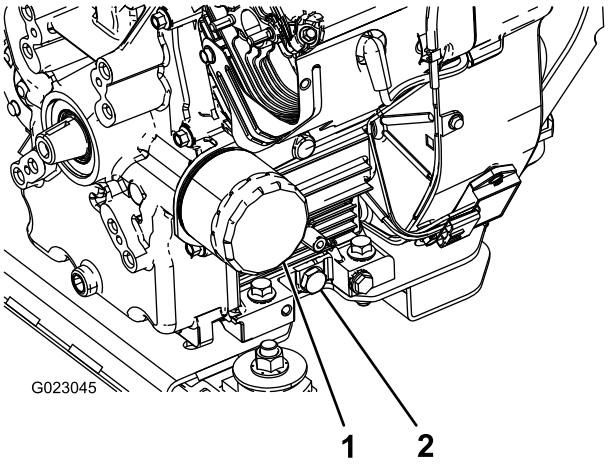

**Figura 44**
5. Retire o bujão de drenagem (Figura 44).
2. Remova o filtro de óleo (Figura 44).
5. Instale o filtro de óleo de reposição no adaptador do filtro. Gire o filtro de óleo no sentido horário até que a junta de borracha entre em contato com o adaptador do filtro e, em seguida, aperte o filtro por mais 1/2 volta (Figura 44).